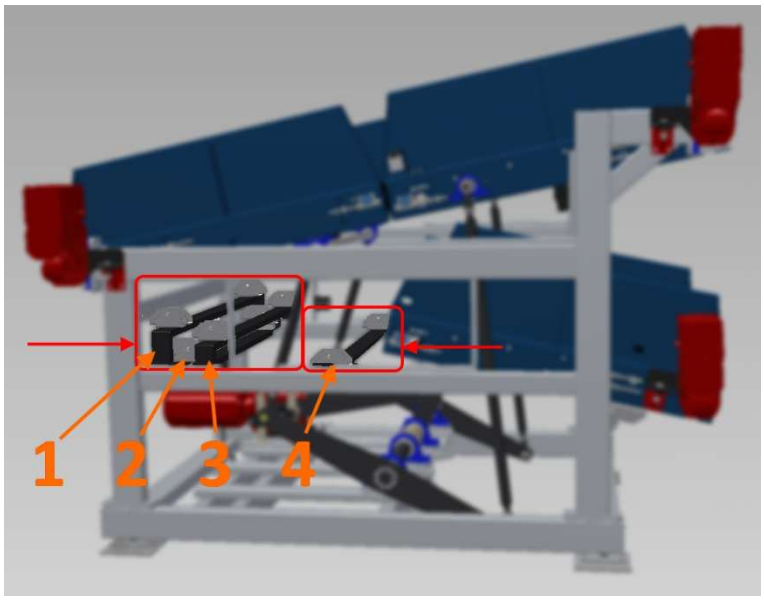
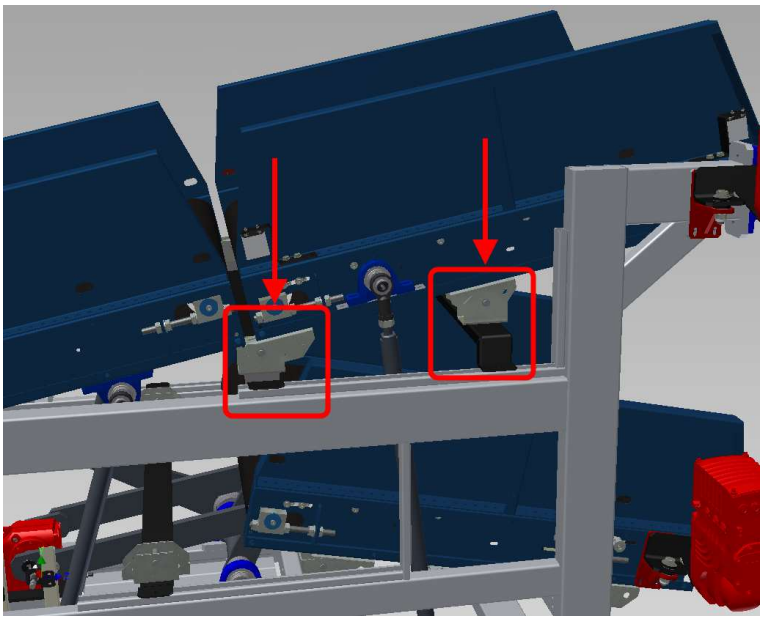
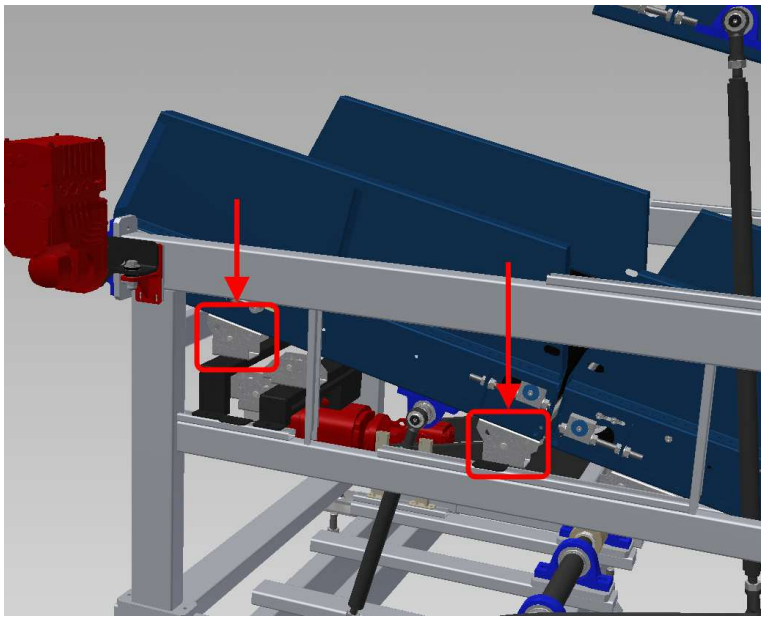

Figura 108: ubicazione dei supporti temporanei di manutenzione.
Figura 110: posizionamento del sequenziatore di uscita superiore sui supporti temporanei.
Figura 112: posizionamento del sequenziatore di ingresso sui supporti temporanei.
I supporti temporanei di manutenzione sono posizionati sul deviatore nelle posizioni indicate in Figura 108.
- rimuovere dalla posizione di rimessaggio (sotto il sequenziatore di ingresso) i due supporti temporanei 2 e 3 (cfr. Figura 108) e posizionarli sulle guide del bordo superiore del telaio, spostandoli fino a farli aderire al bordo inferiore del telaio del sequenziatore mobile su entrambi i lati, come indicato in Figura 110;
- allentando le viti di serraggio, regolare i supporti temporanei 1 e 4 (cfr. Figura 108)fino a farli aderire al bordo inferiore del telaio del sequenziatore mobile su entrambi i lati, come indicato in Figura 112;